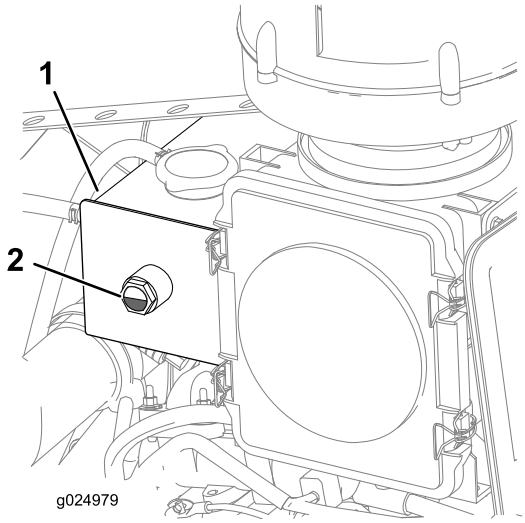

Figura 26
4. Compruebe el nivel de refrigerante del depósito (Figura 26).
Nota: Asegúrese de que el nivel del refrigerante esté entre 1/4 y 3/4 de la mirilla (Figura 26).